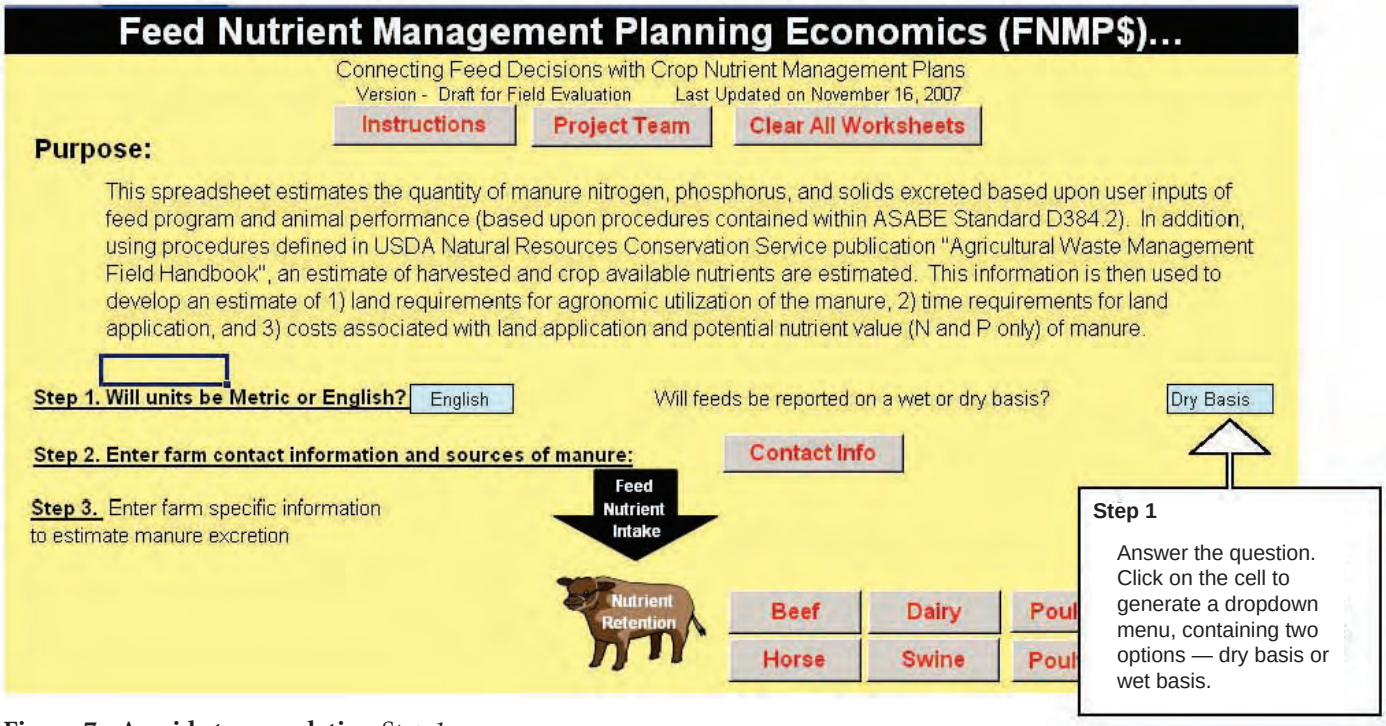

Figure 7. A guide to completing *Step 1.*
- Answer, "Will feeds be reported on a wet or dry basis?" Click on the light-blue cell to produce an arrow and dropdown menu. This menu allows the user to select wet or dry basis *(Figure 7)*.